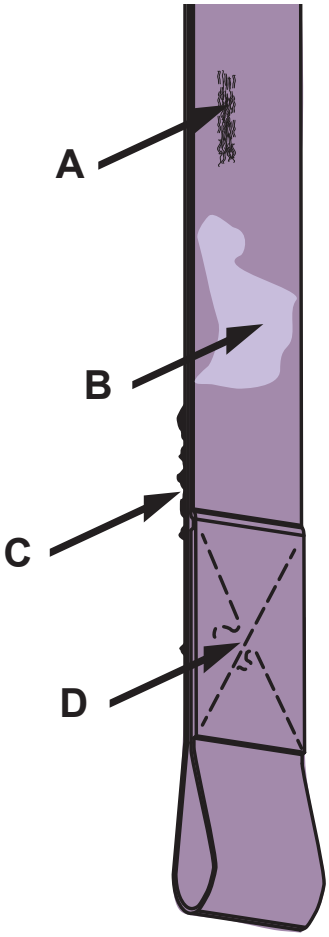

Fig. 26
A. Usure moyenne, déchirure ou trou dans la sangle. Voir fig. 26.
B. Une décoloration ou une tache visible résultant de l'utilisation d'eau de Javel ou d'autres produits chimiques. Voir fig. 26.
C. Usure sur le côté (effilochage). Voir fig. 26.
D. Des traces d'effilochage dans la zone cousue. Voir fig. 26.